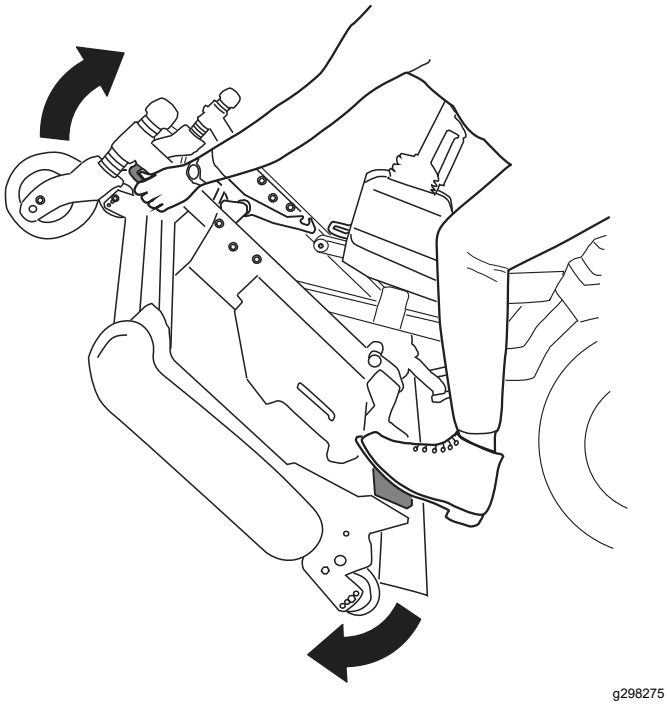
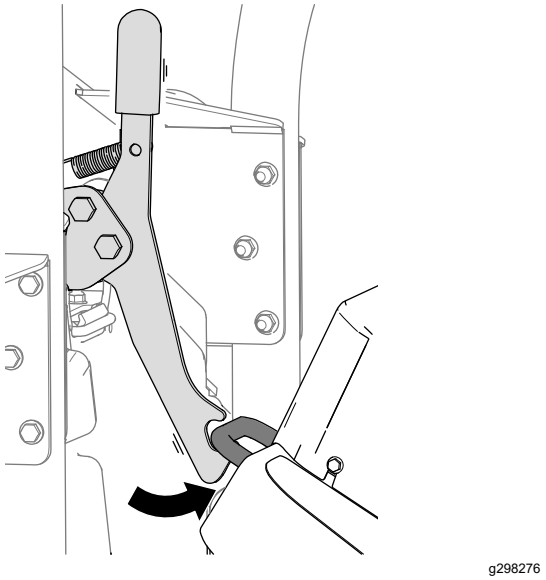
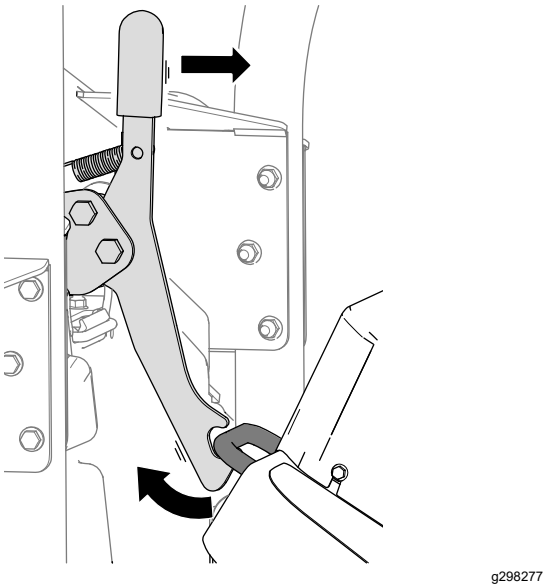

**Figura 36**
**Figura 37**
**Figura 38**
5. Ruotate l'apparato di taglio (Figura 36) in modo tale che il fermo si inserisca nella staffa di ancoraggio (Figura 37).
1. Rilasciate il fermo dell'apparato di taglio dalla staffa di ancoraggio (Figura 38) ruotando l'apparato di taglio leggermente in avanti (fate riferimento a Figura 36) e spingendo la maniglia del fermo in avanti.